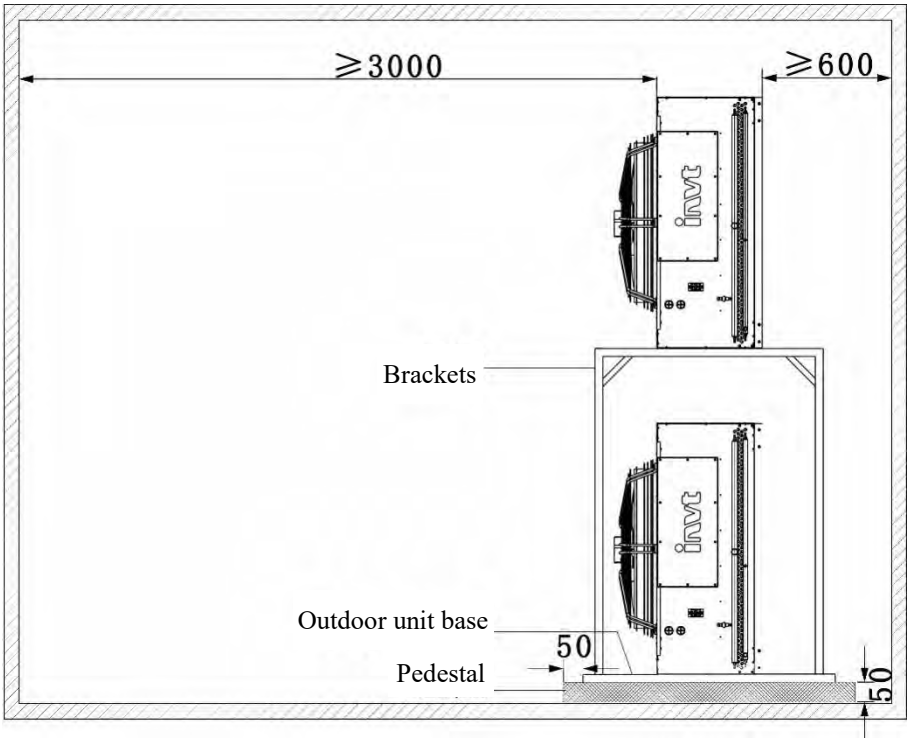

Figure 2-6 Two outdoor units stacked schematic (unit: mm)
3) When an outdoor unit is placed on top of another outdoor unit, the above outdoor unit must be installed on the bracket and a cushion must be added between the unit and the bracket to play the role of vibration isolation. The correct operation is shown in Figure 2-6.